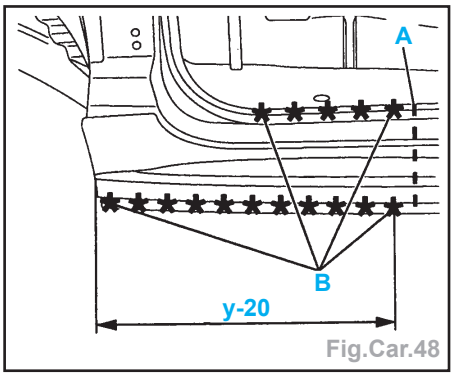

Fig.Car.48
- Tracer puis découper en A à l'aide d'une meule épaisseur 1 mm (coupe provisoire) (Fig.Car.48).
- Découper par fraisage des points (Fig.Car.48).